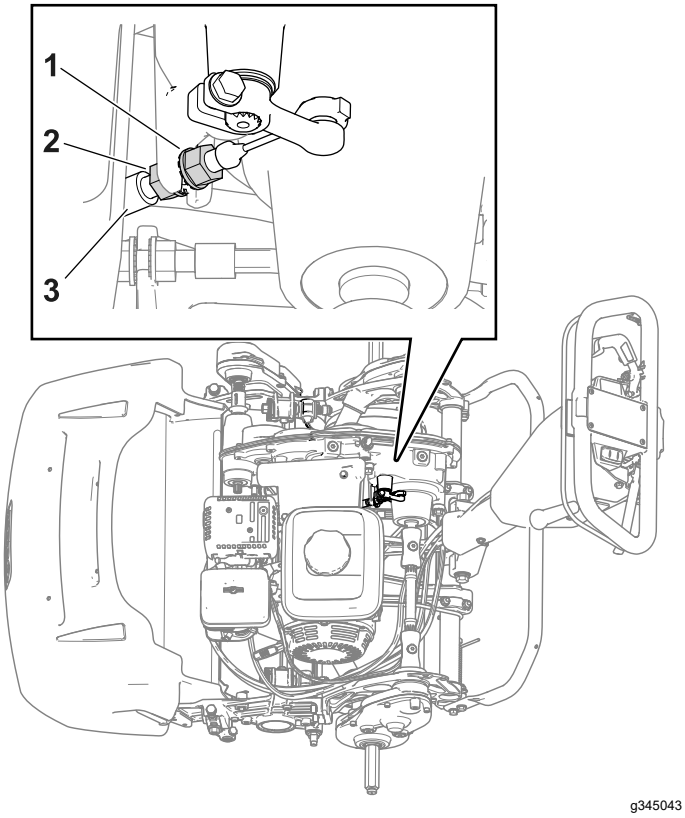

Figur 37
- Öka kabelns spänning genom att lossa kabelns främre kontramutter och dra åt den bakre kontramuttern (Figur 37). Upprepa steg 2 och justera spänningen vid behov.
- Minska kabelns spänning genom att lossa kabelns bakre kontramutter och dra åt den främre kontramuttern (Figur 37). Upprepa steg 2 och justera spänningen vid behov.